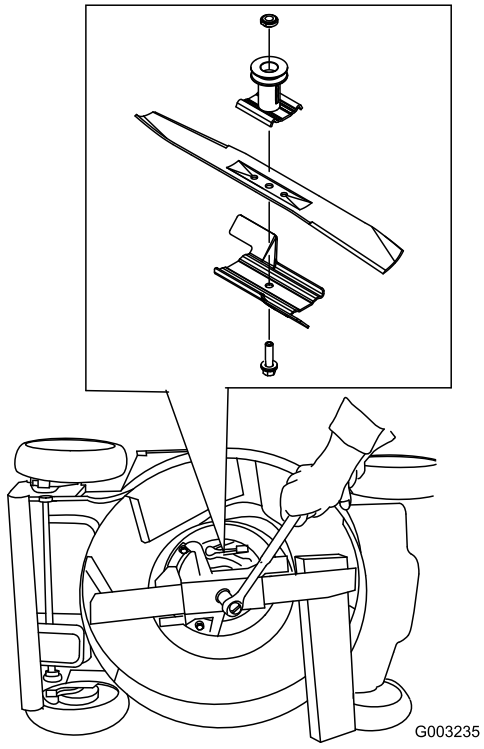

Bild 38
3. Stabilisieren Sie das Messer mit einem Holzblock (Bild 38).